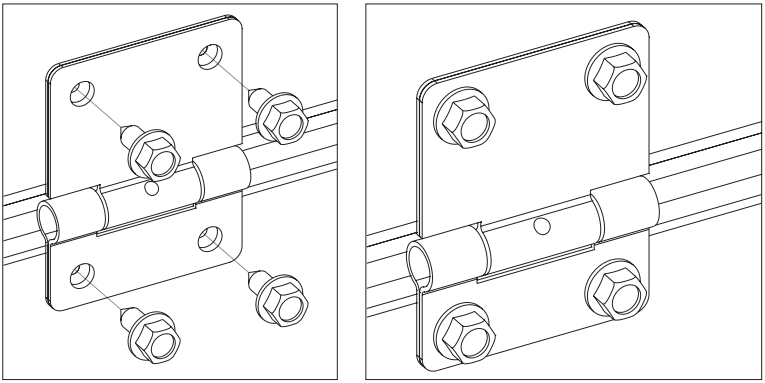

*Рис.29.2*
**3)** установить промежуточные петли, закрепить каждую из них их четырьмя самонарезающими винтами 6,3×16 (рис. 29.2);